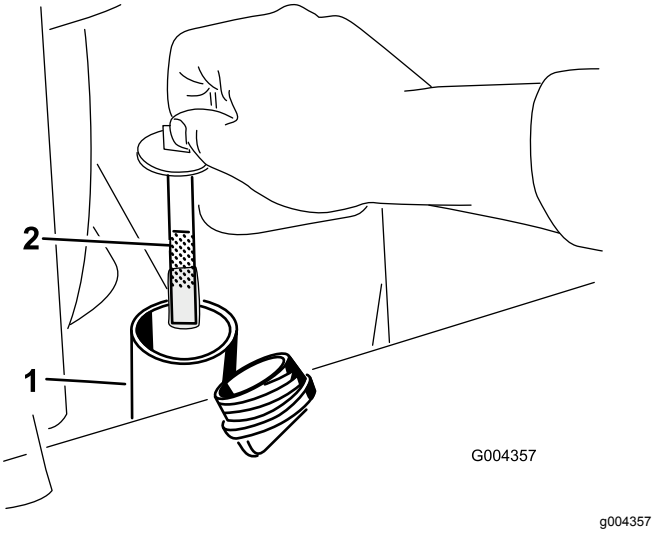

Figur 60
6. Ta bort påfyllningsrörets lock och kontrollera vätskenivån på oljestickan (Figur 60).